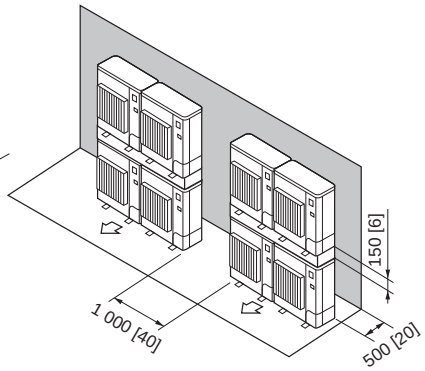

Fig. 2-18
7. Disposition pour appareils empilés (Fig. 2-18)